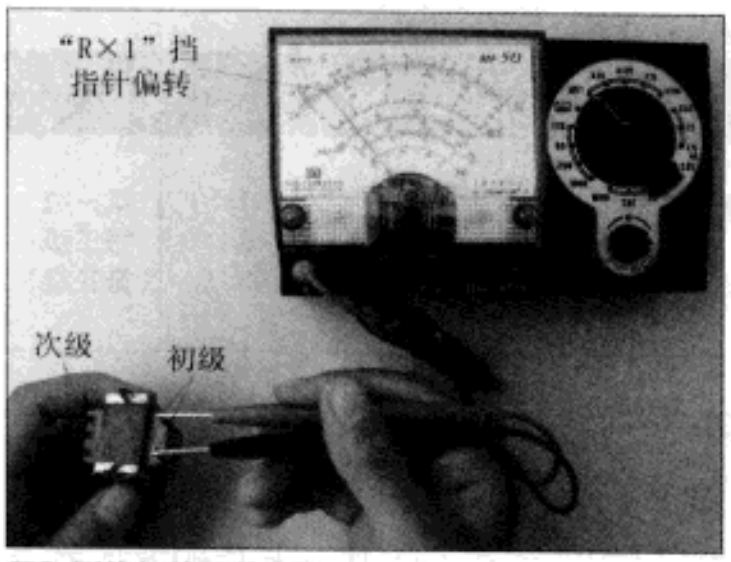

图5 测绕组线圈的电阻
(1) 检测绕组线圈：将万用表置于“R×1”或“R×10”挡，按照图 5 所示检测各绕组线圈，应有一定的电阻值。如果表针不动，说明该绕组内部有断路点，如果阻值为 0，说明该绕组内部有短路点。电源变压器发生短路故障后的主要现象是发热严重和次级绕组输出电压失常。通常，线圈内部匝间短路点越多，短路电流就越大，而变压器发热就越严重。当短路严重时，变压器在空载加电几十秒钟之内便会迅速发热，